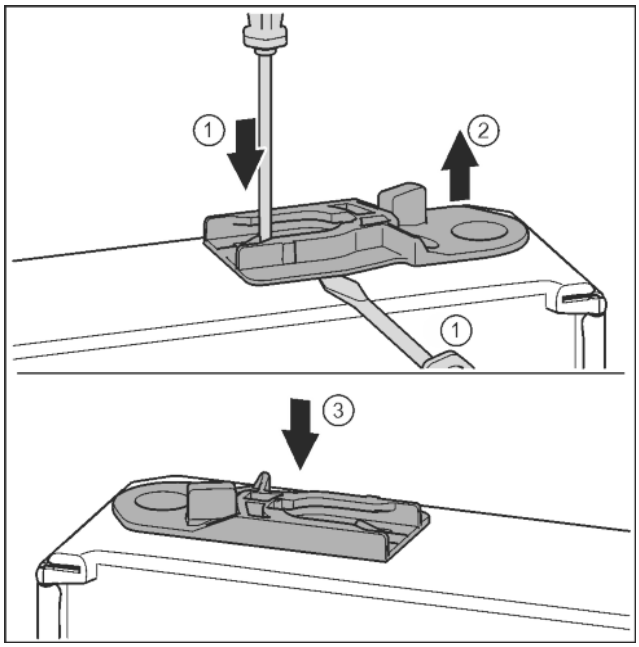

Fig. 35
- ▶ Führungsbuchse herausziehen: Lasche mit Schlitzschraubendreher drücken und gleichzeitig mit Schlitzschraubendreher unter Führungsbuchse fahren. *Fig. 35 (1, 2)*
- ▶ Im Lieferumfang beiliegende Führungsbuchse auf anderer Gehäuseseite einschieben. *Fig. 35 (3)*